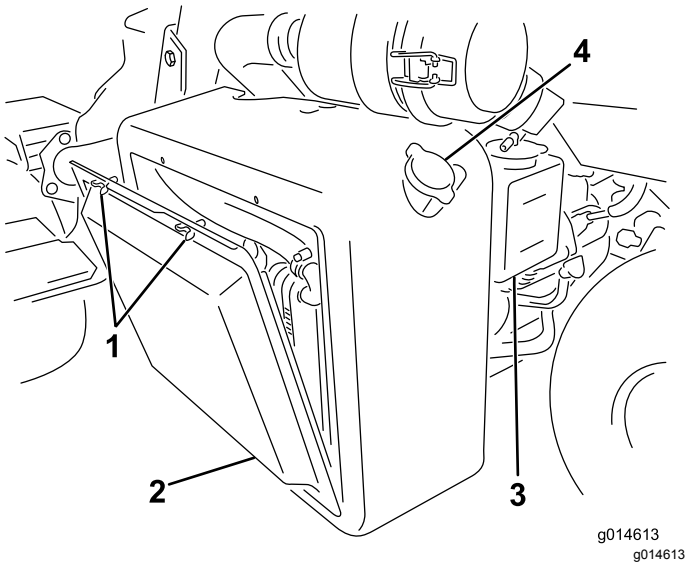

Figuur 52
1. Verwijder het radiateurscherm (Figuur 52).